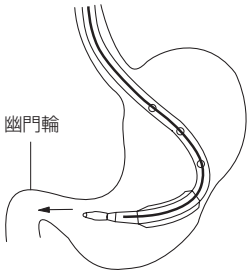

図４
10. 患者を右側臥位とし、本品の先端部を幽門側に向け、押し進めることにより胃幽門輪を通過させる。先端閉塞タイプの場合、ガイドワイヤーをスタイレットとして使用する。先端開口タイプの場合、ガイドワイヤーを先端より出し入れして使用する（**図４**）。